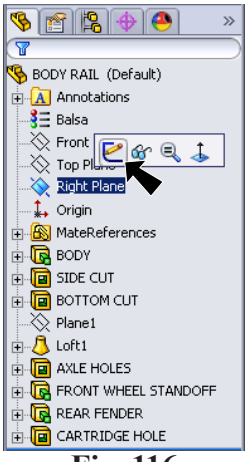

Fig. 116
Step 2. Click **Right Plane** in the Feature Manager and click **Sketch** from the Content toolbar, **Fig. 116**.